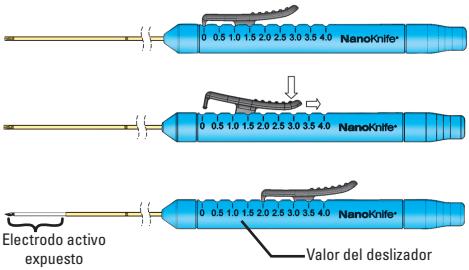

Figura 6: Ajuste de exposición de electrodos
13. Compruebe la longitud del electrodo expuesto que indica el deslizador del mango (consulte la figura 6).